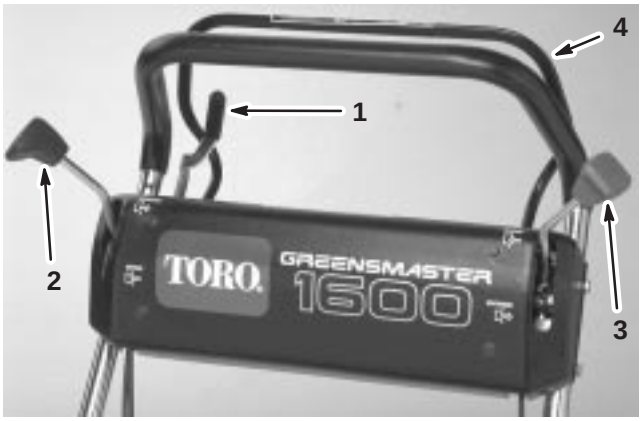
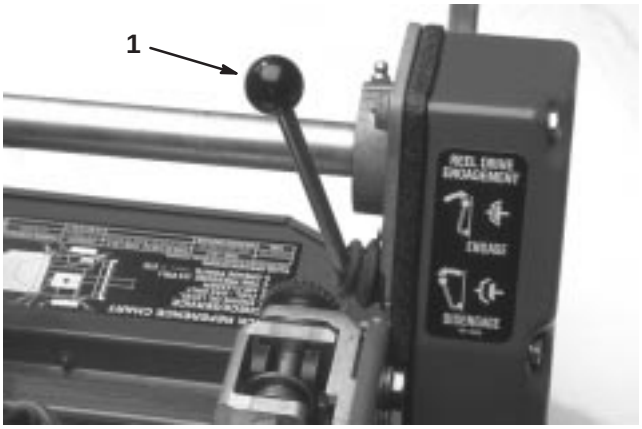

Figure 21
Figure 22
Throttle Control (Fig. 21)
Traction Drive Lever (Fig. 21)
Service/Park Brake (Fig. 21)
Operator Presence Control (Optional) (Fig. 21)
Reel Drive Lever (Fig. 22)
1. Ensure that the traction (Fig. 21) and reel drive (Fig. 22) levers are in the Disengaged position.
4. Move the throttle control (Fig. 21) to the Fast position.